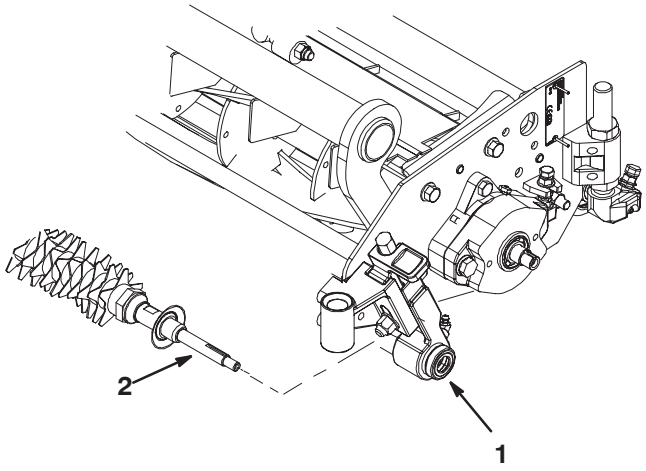

Figure 32
2. Grease here (2)
25. Carefully insert the key way end of the groomer shaft into the LH height of cut assembly until the shaft **clicks** into position (Fig. 32).Take care not to damage the seals in the height of cut assembly.